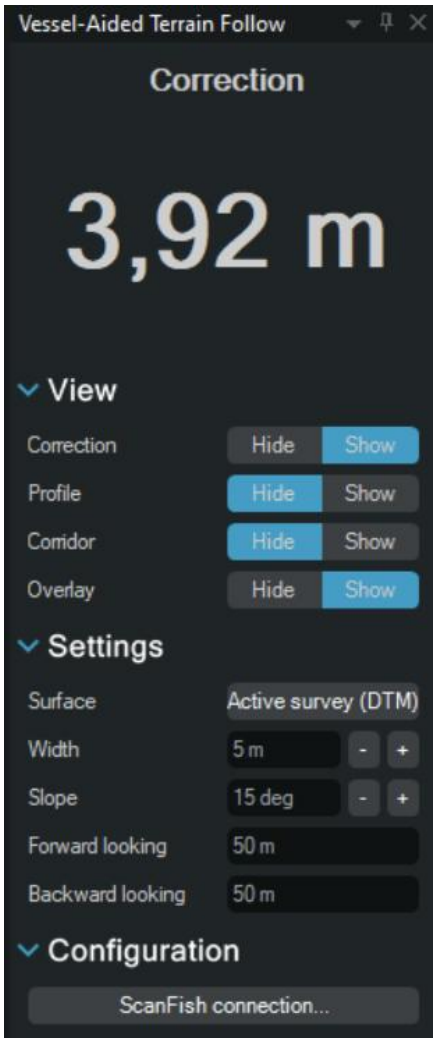

Figure 8 Helmsman layout of the Vessel-Aided Terrain Follow window
If you press **OK**, the **Vessel-Aided Terrain Follow** view – shown in Figure 8 – will open. This view can be freely docked and will show a **Correction** value in the top. The correction is calculated from the active surface based on the user-defined settings, and the output is sent to ROTV Flight to avoid an obstacle. Details on these settings and how they affect the Vessel-Aided Terrain Follow mode will follow in the next sections.
**Note**: Changing one of the values will affect the total outcome (seen as the **Correction** value in Figure 8), therefore consider carefully how each component will affect the others.